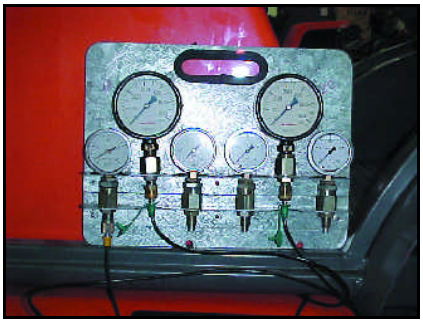

fig. 2
- Una vez conectado el manómetro, poner en marcha la máquina y leeremos la presión a la que está trabajando el circuito hidrostático hacia atrás. Si situamos la máquina en una fuerte rampa y la frenamos acelerando a fondo, el manómetro nos indicará la presión máxima de trabajo de la bomba que debe ser: (fig. 2)
- *After joining the manometer, start the machine and read the working pressure of the hydrostatic group for backward motion. If we place the machine on a steep ramp and brake it by boosting it to the top, the manometer will read the pump's maximum working pressure,(fig. 2) which should be of:*
- *After joining the manometer, start the machine and read the working pressure of the hydrostatic group for forward motion. If we place the machine on a steep ramp and brake it by boosting it to the top, the manometer will read the pump's maximum working pressure,(fig. 2) which should be of:*